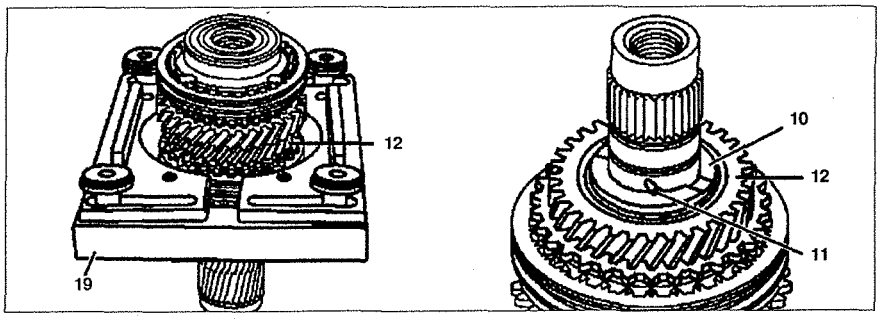

Рис. 6.26. Ведущий вал (автомобили с двигателями 111.948 и 601.970):
3. Установите плиту **19** между кольцом синхронизатора **8** и зубчатым колесом **12** (см.рис.6.26).